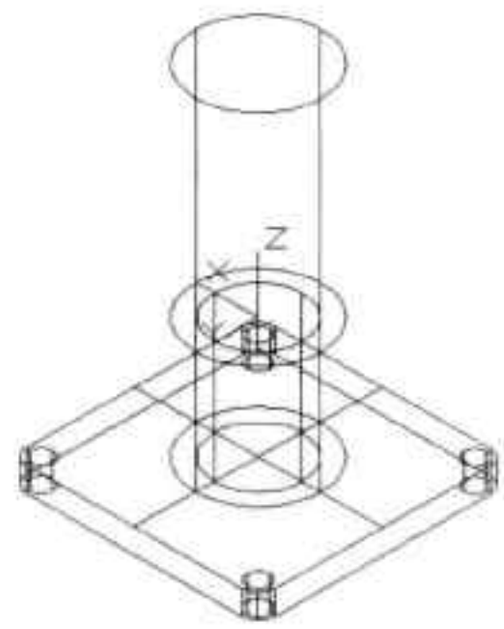

图13-57 绘制圆柱体
Step10 执行“圆柱体”命令，以坐标原点为圆心，绘制直径为 40mm、高 73mm 的圆柱体，如图 13-57 所示。